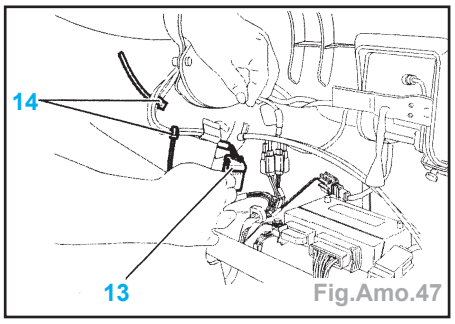

Fig.Amo.47
- Débrancher la connexion (13) et libérer le faisceau (Fig.Amo.47).